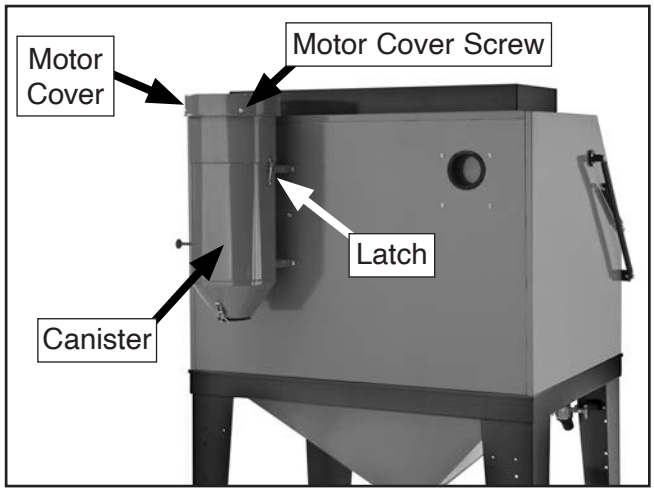

Figure 34. Dust collector components.
2. Unlatch dust collector, lift entire motor and filter unit out of canister, and place it on a workbench for ease of service (see **Figure 34**).
3. Remove motor cover shown in **Figure 34**. It is attached with (4) screws.